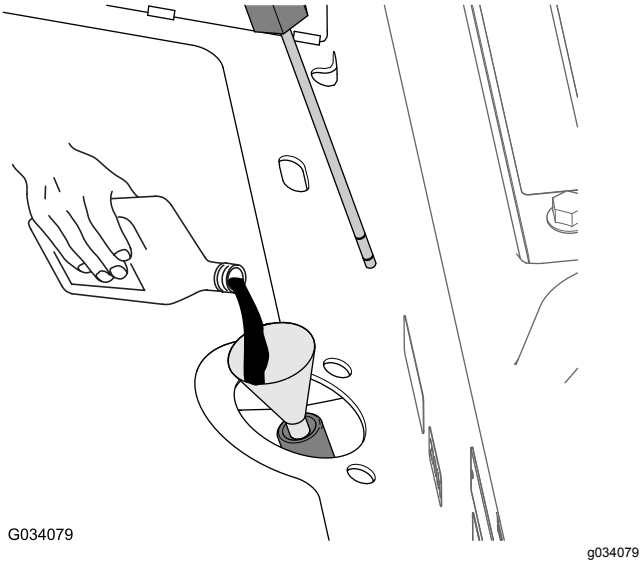

Figuur 82
5. Als het vloeistofpeil lager is dan de onderste markering op de peilstok, moet u de gespecificeerde vloeistof in de vulbuis (Figuur 82) gieten totdat het vloeistofpeil tussen de bovenste en onderste markering op de peilstok komt (Figuur 81).
6. Giet de gespecificeerde hydraulische vloeistof in de vulbuis (Figuur 82) tot het vloeistofpeil in de transaxlebehuizing (reservoir) midden tussen de bovenste en onderste markering op de peilstok staat (Figuur 81).